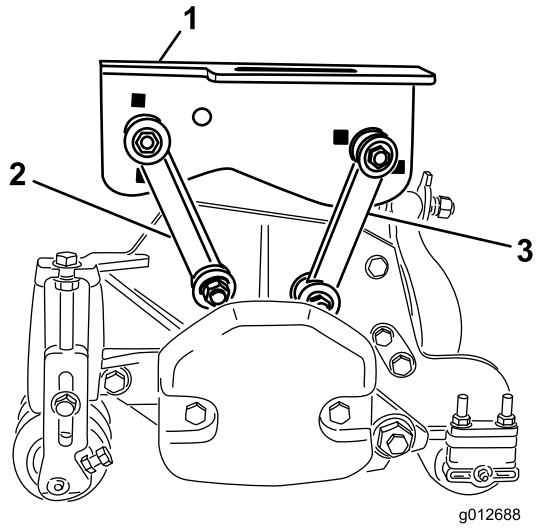

Figur 17
- Fastgør de forreste monteringsled til bærerammens midterste huller med en bolt (3/8 x 2-1/4 tomme), 2 flade spændeskiver og en låsemøtrik som vist i Figur 17. Placer en spændeskive på hver side af leddet, når det monteres. Tilspænd fastgørelsesanordningerne til 42 Nm.
- Fastgør de bageste monteringsled til bærerammens midterste huller med en bolt (3/8 x 2-1/4 tomme), 2 flade spændeskiver og en låsemøtrik som vist i Figur 17. Placer en spændeskive på hver side af leddet, når det monteres. Tilspænd fastgørelsesanordningerne til 42 Nm.